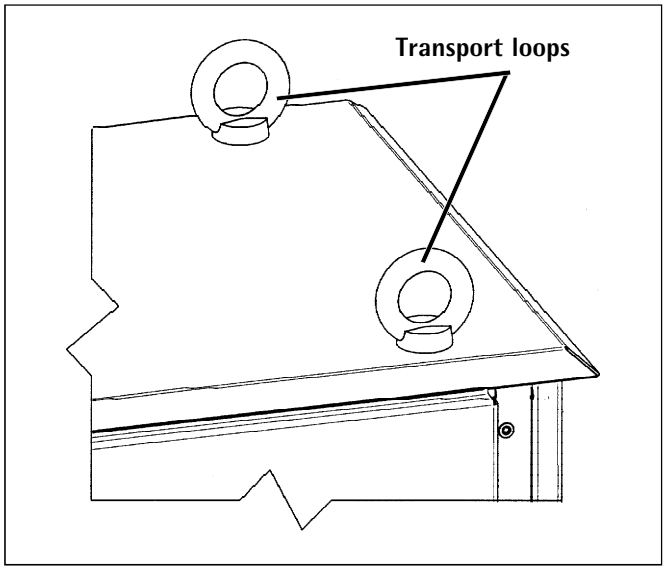

Fig. 8: Transport loops at the upper section of the VACUTAP® AVT
- using a lifting device connected to the four transport loops (internal diameter 35 mm) fixed to the housing (see Fig. 8),